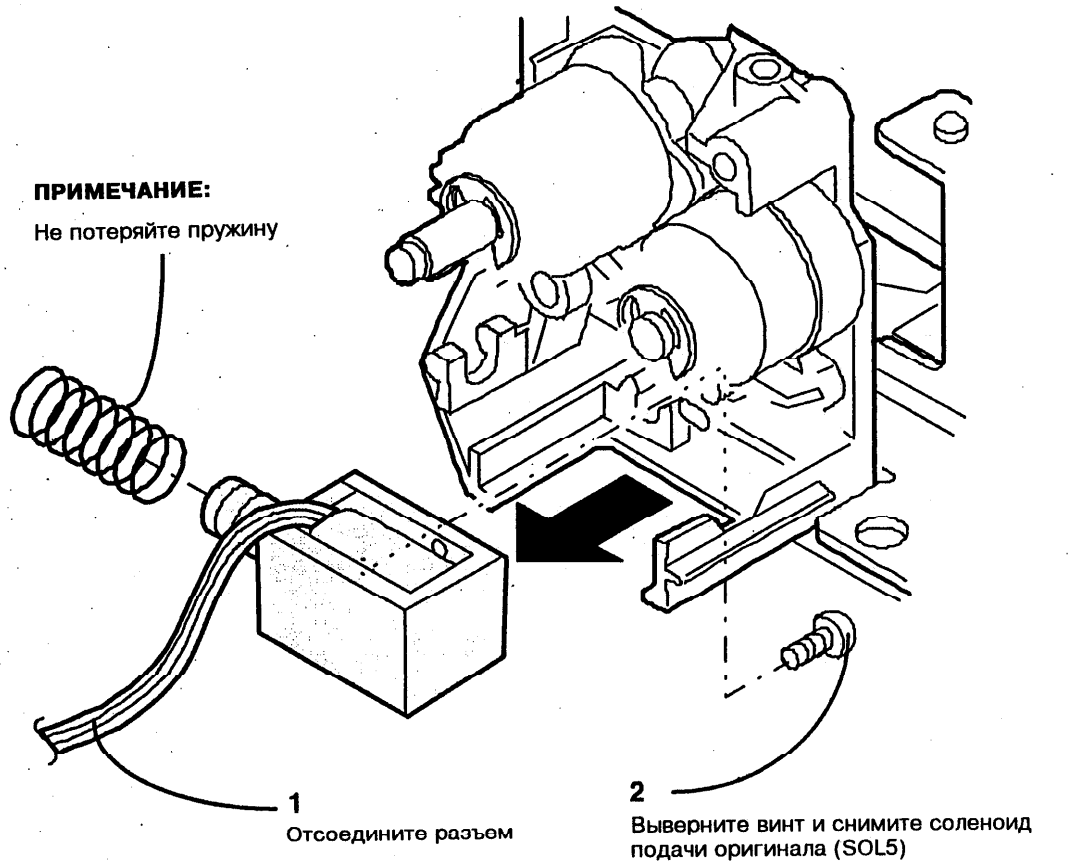

Рис. 1. Снятие соленоида подачи оригинала (SOL5)
2. (Рис. 1) Снимите соленоид подачи оригинала (SOL5)